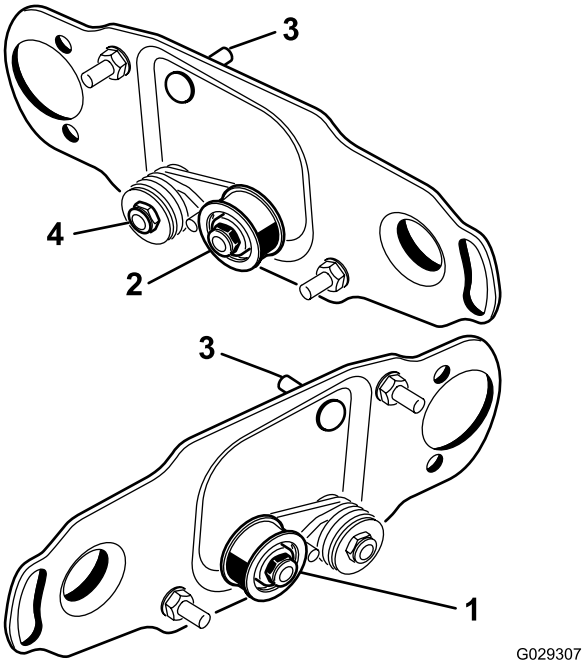

Figur 3
På venstre fremre og bakre klippeenhet, reverser lederullenheten for montering på **høyre ende** av klippeenheten (Figur 3), som følger:
1. Fjern lederullenheten fra venstre side av klippeenheten og monter den på det nedre hullet i børsteplaten på høyre side av klippeenheten (Figur 3).
2. Fjern låseskrue og -mutter og plasser dem i det øvre hullet der lederullenheten satt tidligere (Figur 3).